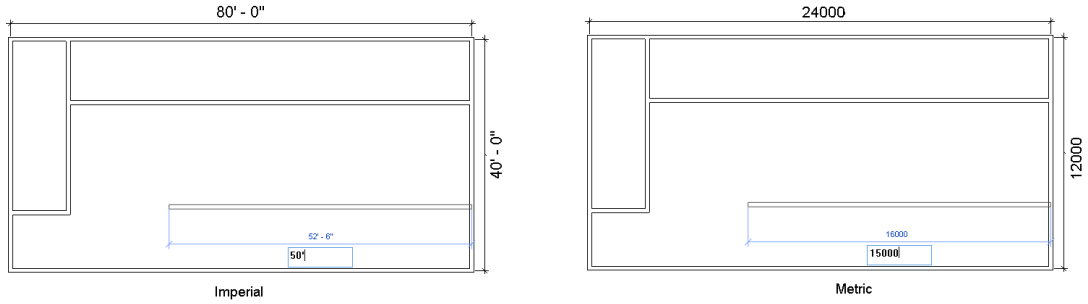

Figure 3-70 *Specifying the distance for starting the interior wall segment*
6. Next, move the cursor in a horizontal direction toward the left. Enter **50'0**" for Imperial and **15000** for Metric and then press ENTER, as shown in Figure 3-70. Ensure that the **Chain**